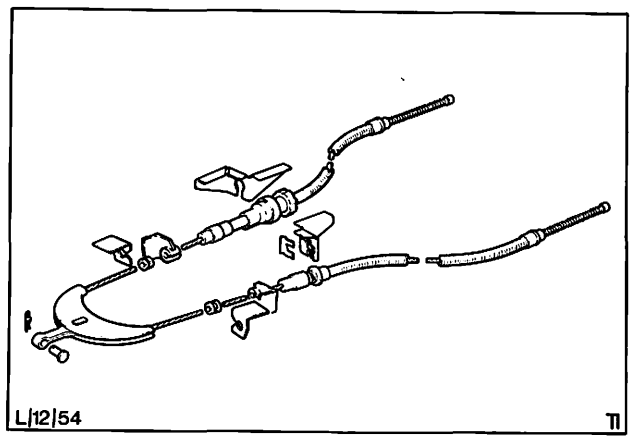

Abb. 69 Handbremsanlage
3. Fahrzeug anheben und Federklammer vom Gabelbolzen – Handbremsseil am Handbremshebel entfernen, Abb. 69. Falls erforderlich, Mittellager-Gelenkwelle abbauen.